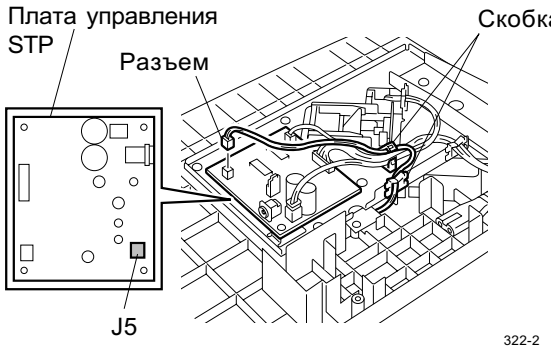

Fig. 6-14
9. Снимите плату индикатора STP. (см. Fig. 6-14 и 6-15)